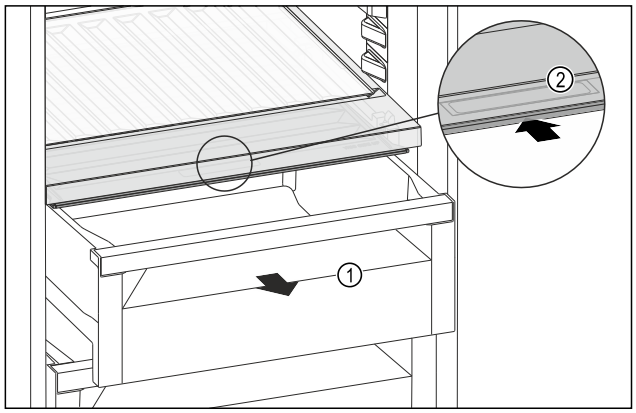

Fig. 178
▶ Pull out the drawer *Fig. 178 (1)*.
▶ Grasp the recessed grip *Fig. 178 (2)* on the compartment lid and push the compartment lid backwards at the same time.